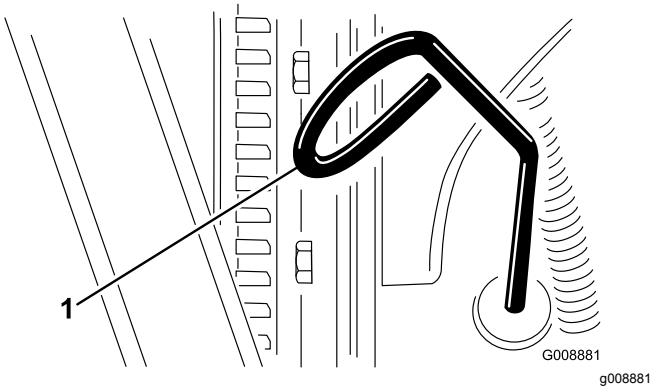

Figur 36
2. Ta ut oljestickan (Figur 36) och torka av den med en ren trasa.